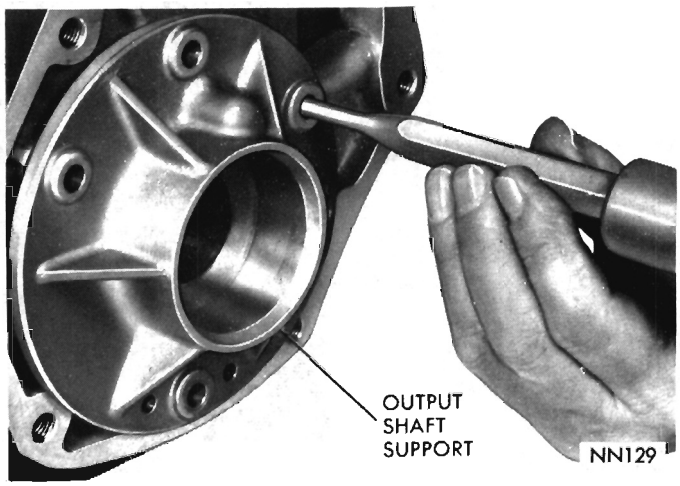

Fig. 90—Removing Overunning Clutch Cam (A-727)
(1) Remove set screw from the case below clutch cam.
(2) Remove four bolts securing output shaft support to rear of transmission case. Insert a punch through bolt holes and drive cam from the case (Fig. 90). Alternate punch from one bolt hole to another so cam will be driven evenly from the case.